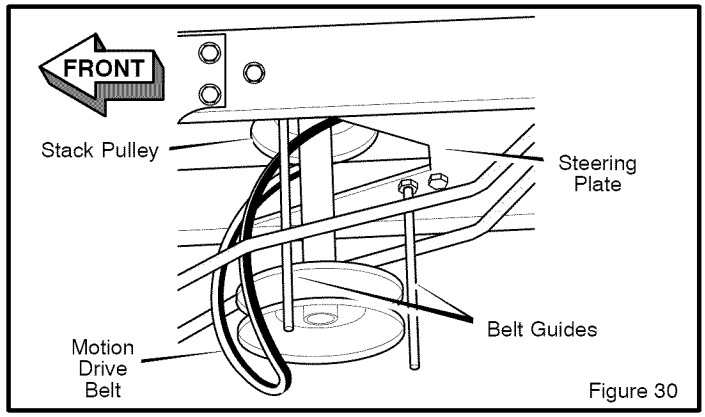

Figure 30
8. To remove the **motion drive belt** from the **stack pulley**, pull the front end of the belt under the **stack pulley** and then back between the stack pulley and the **steering plate** (Figure 30).
1. Slide the **motion drive belt** between the **stack pulley** and the **belt guides** (Figure 30). Install the **motion drive belt** on the top pulley of the **stack pulley**. Make sure the "V" side of the belt is against the pulley.